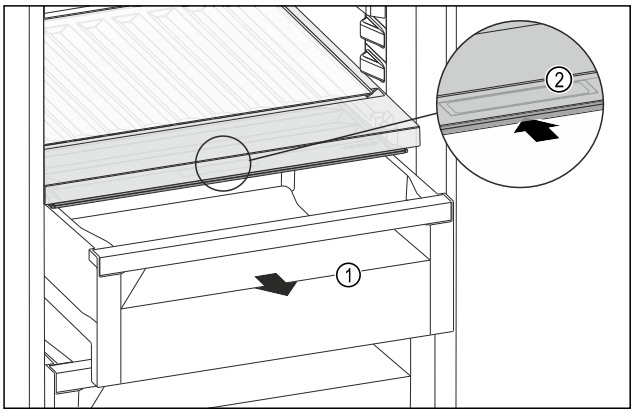

Fig. 182
▶ Extrageți sertarul *Fig. 182 (1)*.
▶ Prindeți mânerul încastrat *Fig. 182 (2)* de la capacul compartimentului și glisați concomitent capacul compartimentului spre partea posterioară.